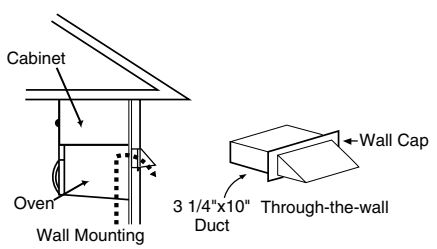
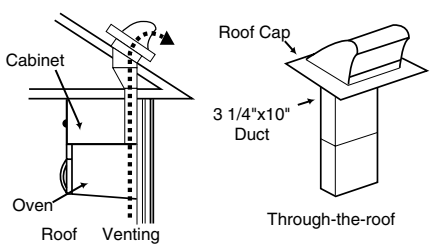
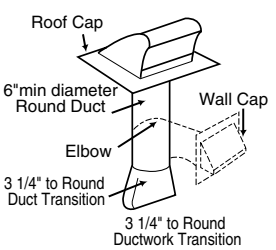

Figure 6
Figure 7
Figure 9
- **Roof-venting** If your oven is located on an outside wall near the roof, as in Figures 7 (3 1/4" x 10" duct) and Figure 9 (6" round duct.)
- **Wall-venting** If your oven is located on an outside wall of your house, as in Figure 6 (3 1/4" x 10" duct) and Figure 9 (6" round duct.)